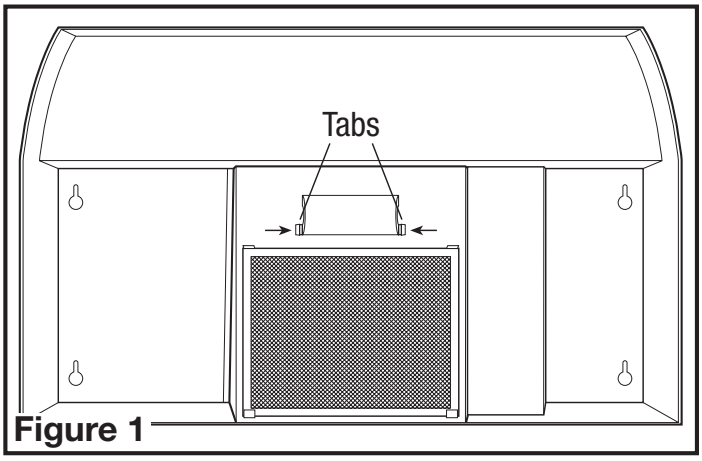

Figure 1
3. Remove lamp cover by squeezing the two tabs together **(Figure 1):**